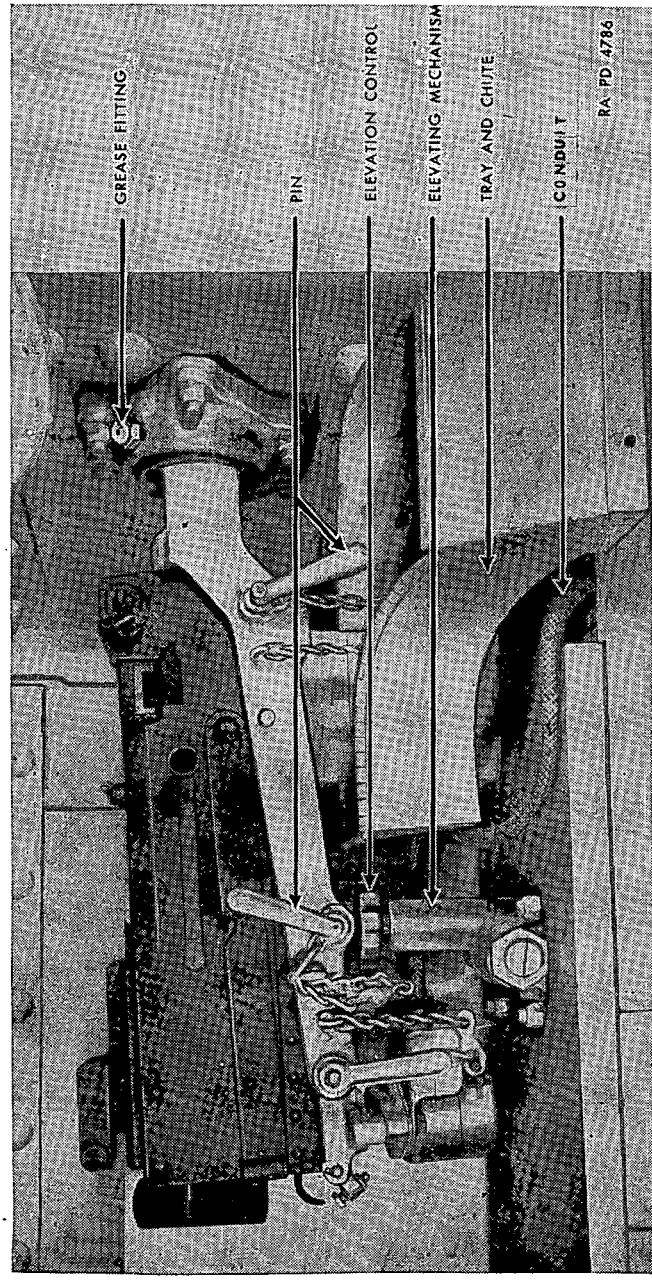

FIGURE 18.—Machine-gun mount, left sponson.
d. Sponson mounts.—A ball mount of the swivel type, mounting a caliber .30 machine gun, is located in each sponson (figs. 18 and 19). Elevation is adjusted manually and traverse is accomplished by the steering of the vehicle. The sponson guns are fired electrically by the driver by compressing the switches near the top of each steering lever. Each switch connects with and fires its respective gun. The guns may also be fired manually by conventional triggers. Lubricate the ball mounts as shown on lubrication chart (fig. 13).